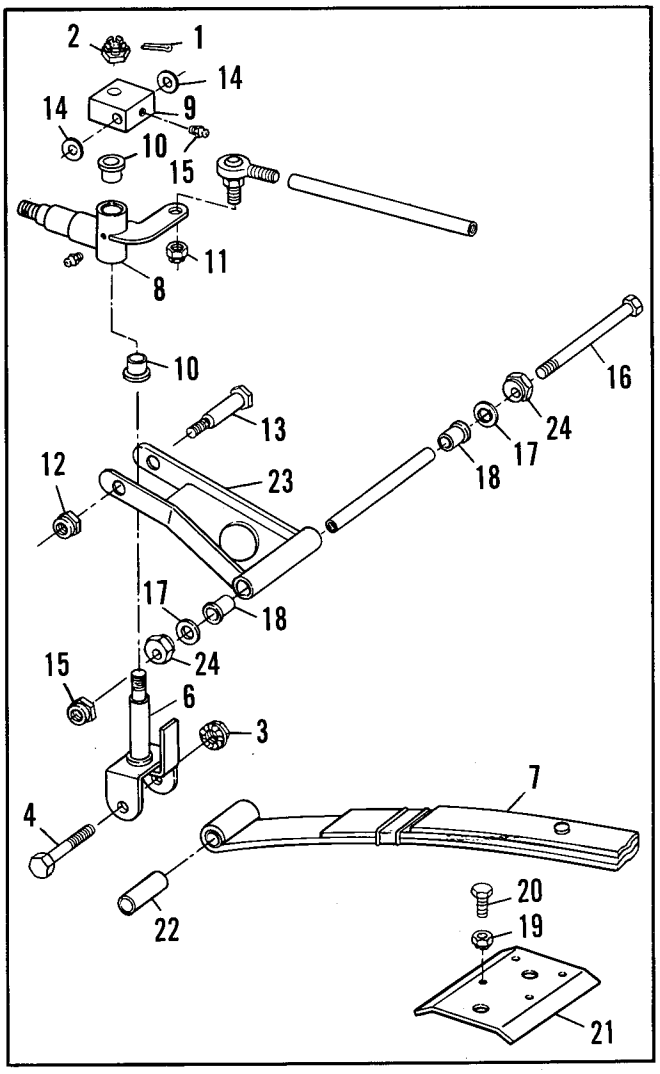

Figure 11 – Leaf Spring, King Pin, Steering Arm and A-Frame Removal
7. LEAF SPRING REMOVAL (Figure 11)
b. Remove one nut (3) from one side king pin lower mounting screw (4).
c. Pull screw (4) from king pin.
e. Remove four nuts (19) and bolts (20), retainer plate leaf spring (21).
g. Check condition of sleeve (22) and replace if worn.
9. KING PIN OR STEERING ARM REMOVAL (Figure 11)
b. Remove cotter pin (1) and nut (2).
c. Remove one nut (3) and bolt (4).
d. Pull out king pin (6) to free it from leaf spring (7) and pull king pin down out of steering arm (8) and pivot block (9). Note position of bronze bushings (10). These bushings must be replaced in the same position as removed.
e. If king pin is worn or damaged, replace king pin and check condition of bushings (10).
f. Remove locknut (11) and pull tie rod(s) as described in Paragraph 8, this section, to remove steering arm.
10. A-FRAME REMOVAL (Figure 11)
b. Remove nut (12) and bolt (13). Note position of Delrin washers (14).
c. Remove nut (15) and bolt (16). Note position of thrust washers (17) and camber adjusters (24).
d. A-frame (23) can now be removed from car.
e. Check condition of spacers (18) and thrust washers (17) and replace if worn or damaged.